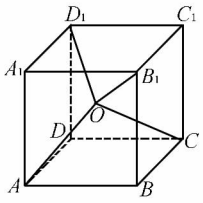

图7
3. 以六面体中心O连接4个顶点——形成CH_4分子的空间构型，如图7所示。